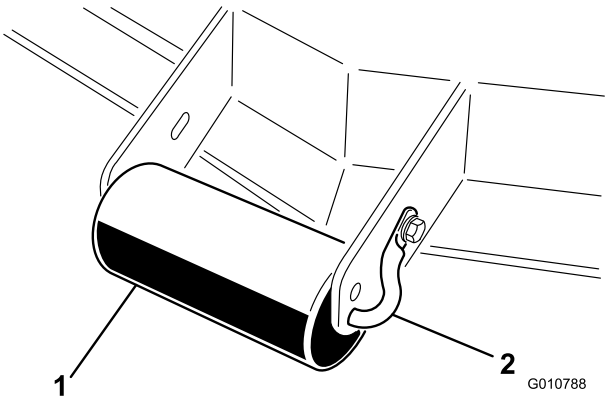

Figuur 10
1. Verwijder de tapbout en de moer waarmee de rolas is bevestigd aan de beugel van het maaidek (Figuur 10).